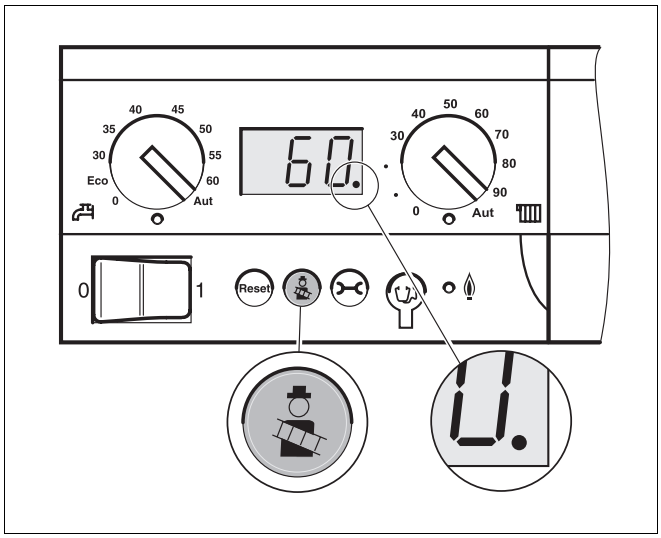

Rys. 19 Moduł podstawowy Logamatic BC10
- Uruchomić test spalin na module podstawowym Logamatic BC10, naciskając przycisk "Test spalin" tak długo, aż na wyświetlaczu pojawi się kropka oznaczająca miejsca dziesiętne (rys. 19). Palnik załącza się.